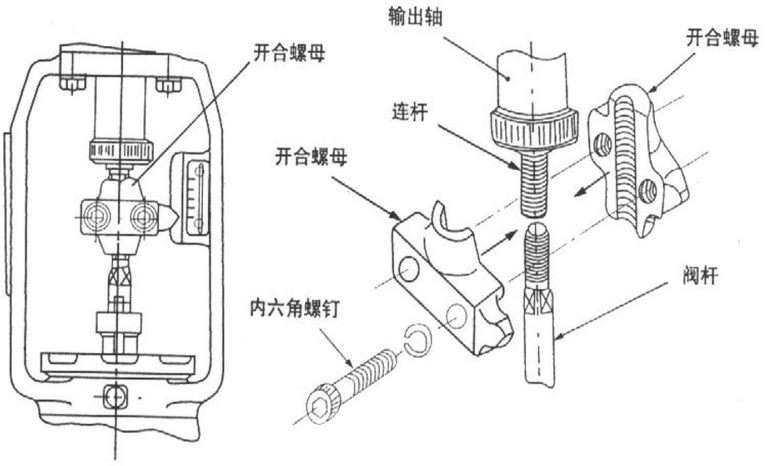

图5 执行器输出轴和阀杆连接
4.4 联结机构：通过支架将执行器和被控阀门联结，并由开合螺母执行器输出轴和阀杆连接，开合螺母上带有指针，支架上有标尺寸，可指示输出轴（或轴杆）的位移（见图 5）。